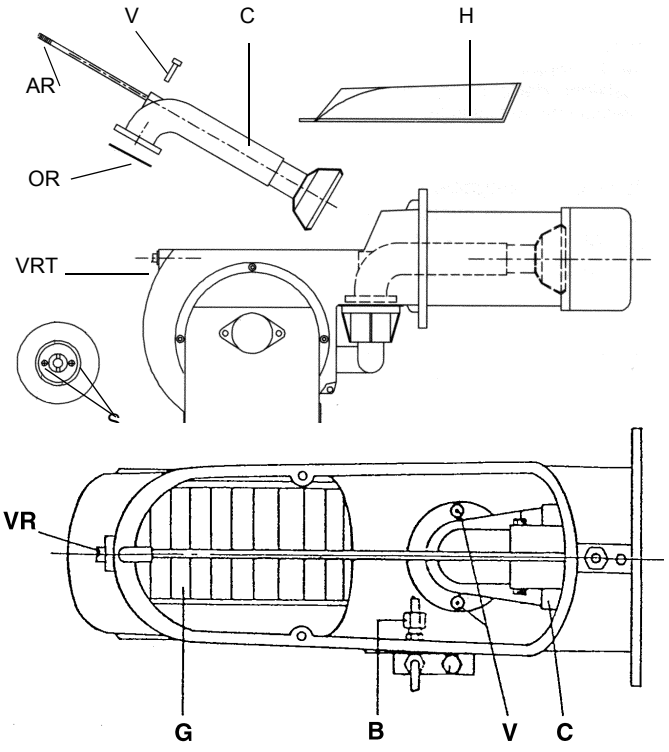

Рис. 11
- Открутить винты **V**, которые блокируют коллектор газа **C**, расслабить две соединительные детали **B** на Рис. 11, и вынуть весь узел в комплекте, как это указано на Рис. 10.